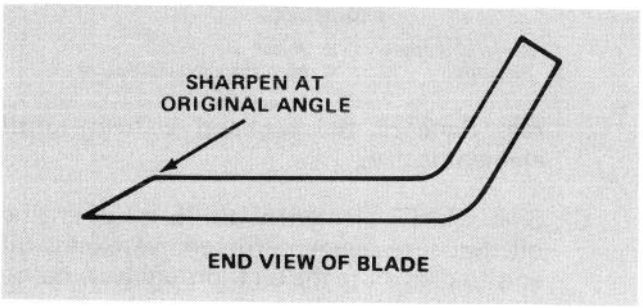

Figure 32
5. Using a file, sharpen cutting edge at both ends of the blade (Fig. 32).